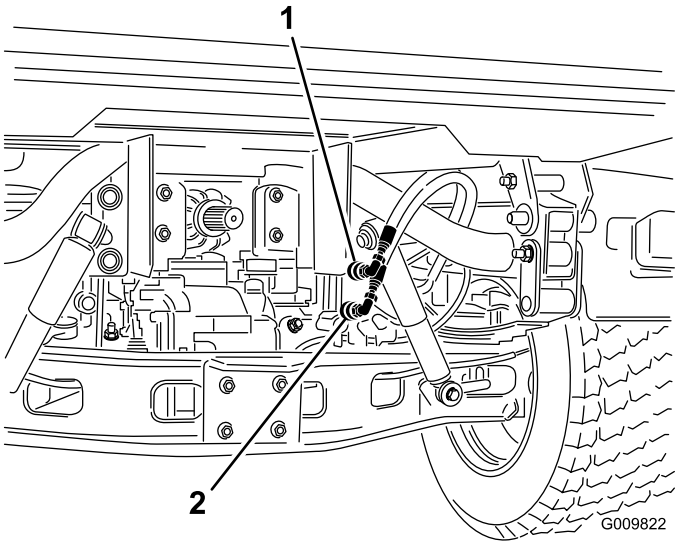

Figuur 75
2. Maak de twee slangen met snelkoppelingen op beide voertuigen los van de slangen die zijn bevestigd aan de beugel van de koppeling (Figuur 75).